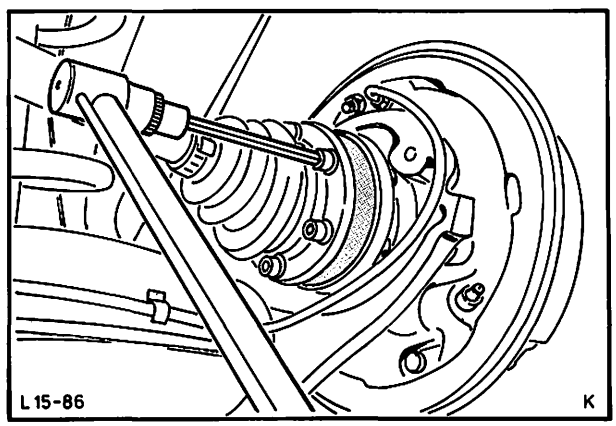

Abb. 134 Schrauben – Hinterachswelle mit vorgeschriebenem Drehmoment festziehen
7. Hinterachswelle am Antriebswellenstumpf ansetzen, Innensechskantschrauben (mit Unterlegplatten) eindrehen und mit vorgeschriebenem Drehmoment festziehen, Abb. 134.